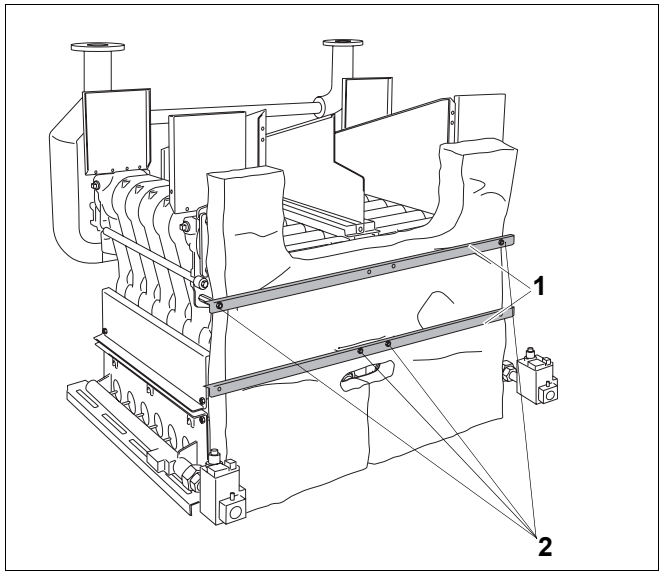
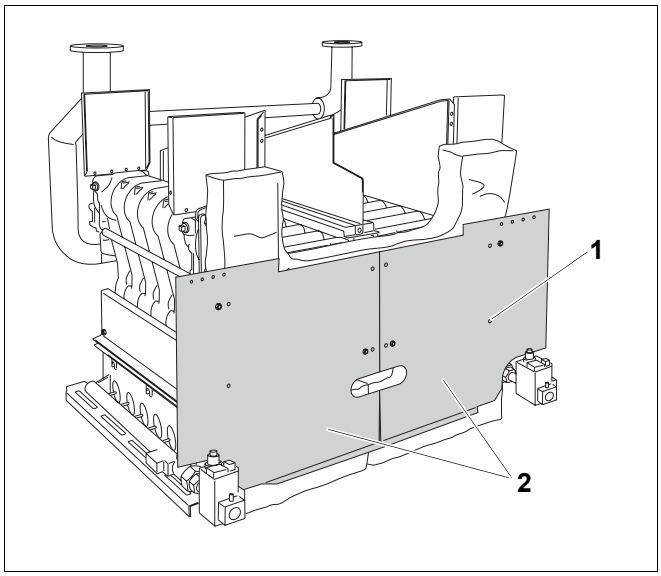

Rys. 48 Zamocowanie kątowników ścianki tylnej
Rys. 49 Montaż ścianek tylnych
Dwa kątowniki ścianki tylnej (rys. 48, **poz. 1**) znajdują się w opakowaniu A.
- Nałożyć oba kątowniki ścianki tylnej (rys. 48, **poz. 1**), tak aby zagięcia były skierowane do dołu, na trzpienie dystansowe M8 × 75 (rys. 48, **poz. 2**).
- Nakręcić nakrętki M8 z włożonymi podkładkami na trzpienie dystansowe M8 × 75 (rys. 48, **poz. 2**) i zamocować kątowniki ścianki tylnej.
- Wsunąć ścianki tylne (rys. 49, **poz. 2**) na trzpienie dystansowe M8 × 75 (rys. 48, **poz. 2**, strona 39).
- Przykręcić ścianki tylne (rys. 49, **poz. 2**) śrubami z łbem płaskim 3,9 × 9,5 (rys. 49, **poz. 1** – 4 sztuki na ściankę tylną) do kątowników ścianek tylnych.